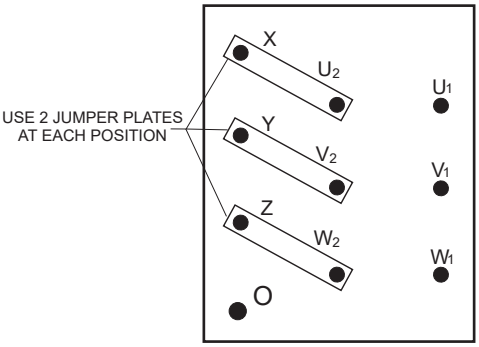

Figure 21. Voltage Change-Over Board 3-Phase 480/277-Volt Configuration
4. Jumper the **voltage change-over board** for **480-volt operation** as shown in Figure 21. This configuration uses 6 jumper plates in 3 different positions. Remember there are 2 jumper plates at every position. Every jumper plate **must be used**.
1. Make sure the **voltage change-over board** is jumpered for **480-volt operation** as shown in Figure 21.